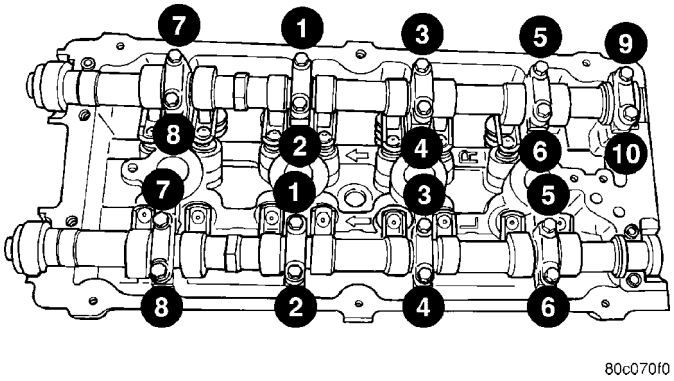

Fig. 28 Camshaft Bearing Cap Tightening Sequence
(1) Lubricate all camshaft bearing journals, rocker arms and camshaft lobes.
(2) Install all rocker arms in original positions, if reused.
(3) Position camshafts on cylinder head bearing journals. Install right and left camshaft bearing caps No. 2 – 5 and right No. 6. Tighten M6 fasteners to 12 N·m (105 in. lbs.) in sequence shown in (Fig. 28).